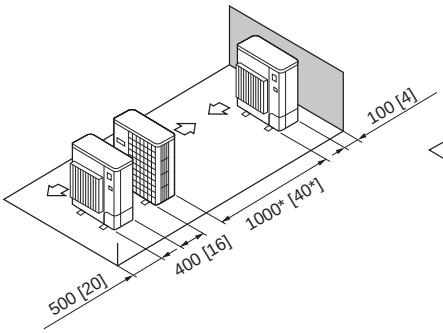

Fig. 2-16
5. Disposición en paralelo de unidades simples (Fig. 2-16)